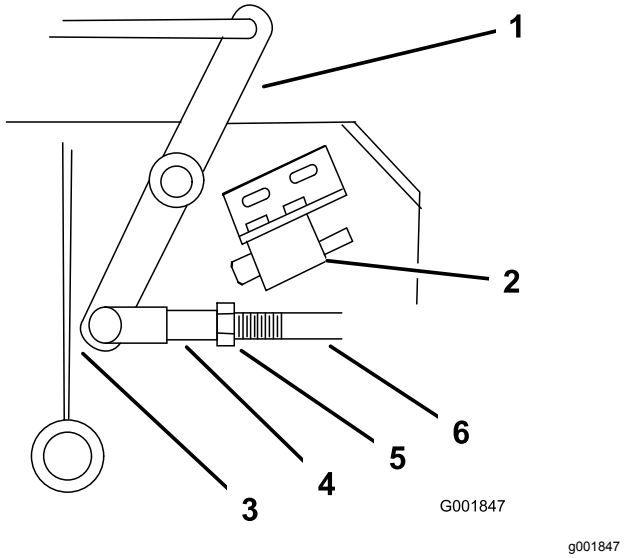

**Figur 49**
4. Justera länkens längd så att den nedre vinkelhävarmen precis går fri från axelns stödvinkel (Figur 49).
9. Lossa muttern mot oket (Figur 49).